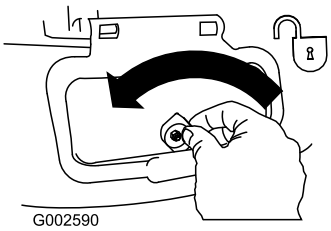

Figur 33
1. Lossa sidoutkastarluckan (Figur 33).